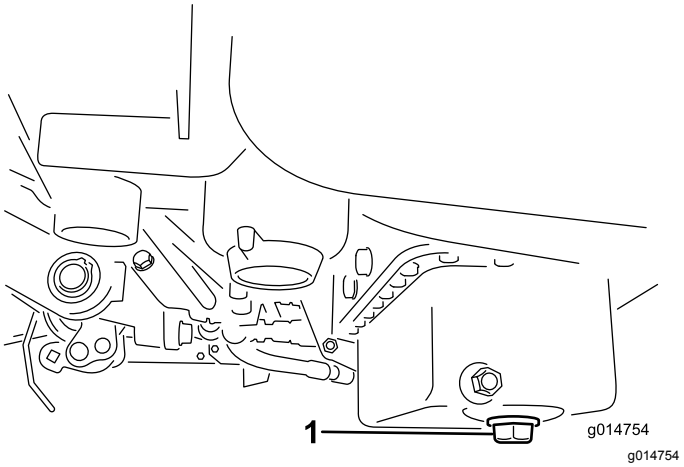

Figur 28
1. Fjern aftapningsproppen, og lad olien løbe ned i en bakke. Monter aftapningsproppen igen, når olien holder op med at løbe (Figur 28).